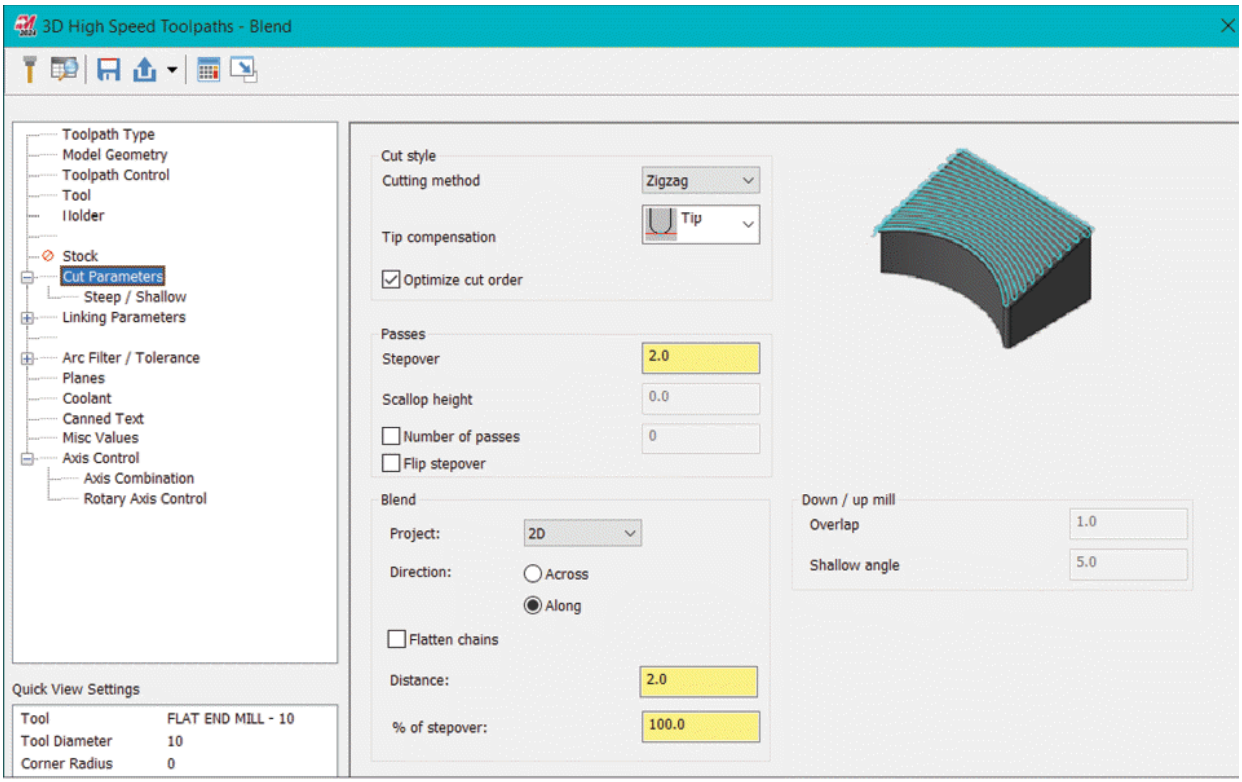

Figure-52. Cut Parameters for blend toolpath
- Click on the **Cut Parameters** option from the left area of the dialog box. The options in the dialog box will be displayed as shown in Figure-52.